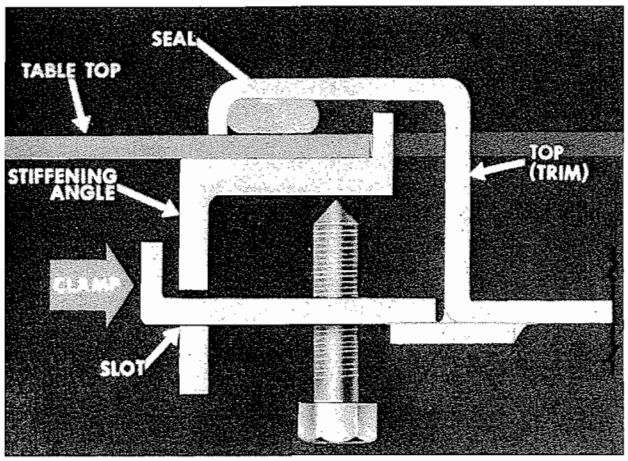

Figure 5
3. Drop the griddle into position by lowering it into the fixture top hole. Make sure that the thermostat capillaries are not kinked or pinched when setting the griddle in place. With the griddle in place, the gasket or seal becomes compressed. See Fig. 5.